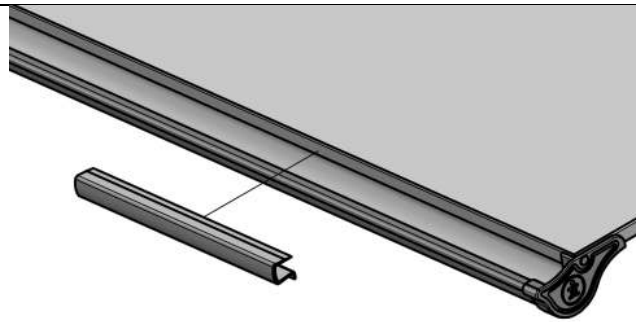

Рис. 16
4.4.7. На столешницу надеть линейку с упором (поз. 1, пакет №2) согласно рис. 16